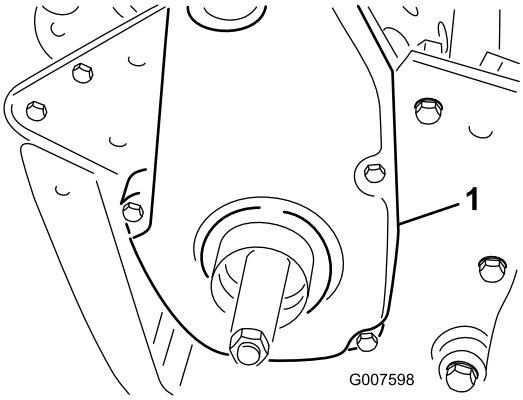

**Figura 40**
1. Retire a cobertura dos parafusos de montagem da correia e a cobertura da correia (Figura 40).